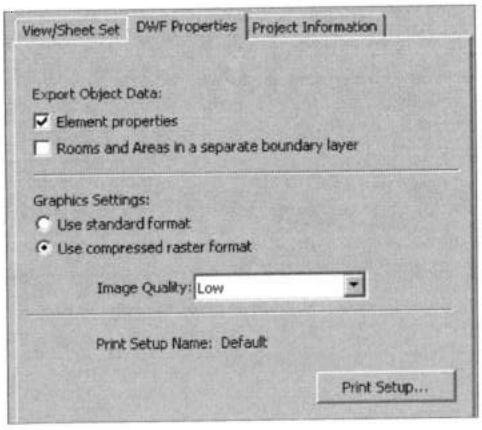

Рис. 30.1. *Настройка публикации DWF-файла*
2. На вкладке **DWF Properties** бокса **DWF Export Settings** (рис. 30.1) установить параметры: